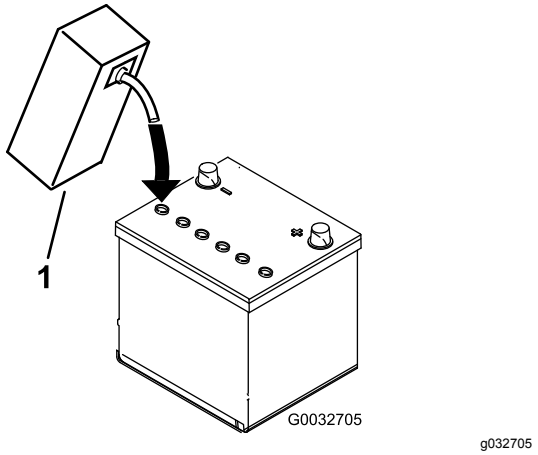

**Figur 7**
3. Fyll försiktigt varje cell med elektrolyt tills plattorna är täckta med ca 6 mm vätska (Figur 7).
4. Låt elektrolyten sugas upp av plattorna under 20 till 30 minuter. Fyll på elektrolyt så att nivån kommer upp till ca 6 mm från botten av påfyllningshålet (Figur 7).